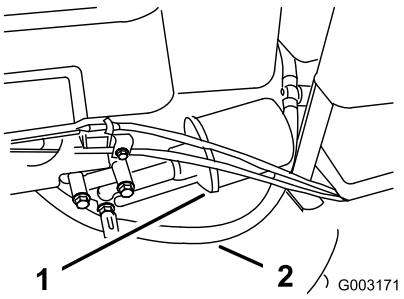

Bild 24
Tauschen Sie den Ölfilter (Bild 24) alle 100 Betriebsstunden oder mindestens einmal pro Jahr aus.
4. Schließen Sie die Kraftstoffleitung durch Lockern der Schelle am Vergaser ab (Bild 24).